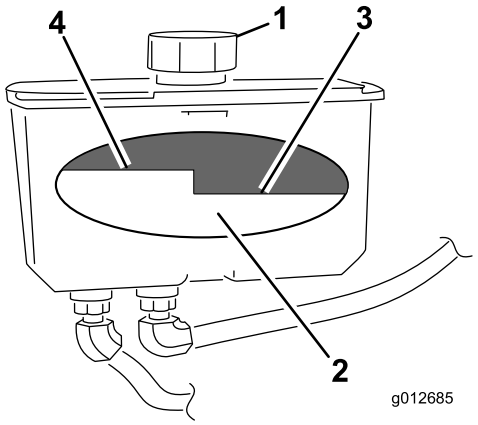

Figuur 72
4. Reinig de omgeving van de vulbuis en de dop van de hydraulische tank (Figuur 72).
5. Verwijder de dop van de vulbuis. Kijk in de vulbuis om het vloeistofpeil in het reservoir te controleren. (Figuur 72).
Opmerking: Het vloeistofpeil moet aan de bovenkant van de Warm-markering op de keerplaat staan als de vloeistof warm is (Figuur 72).